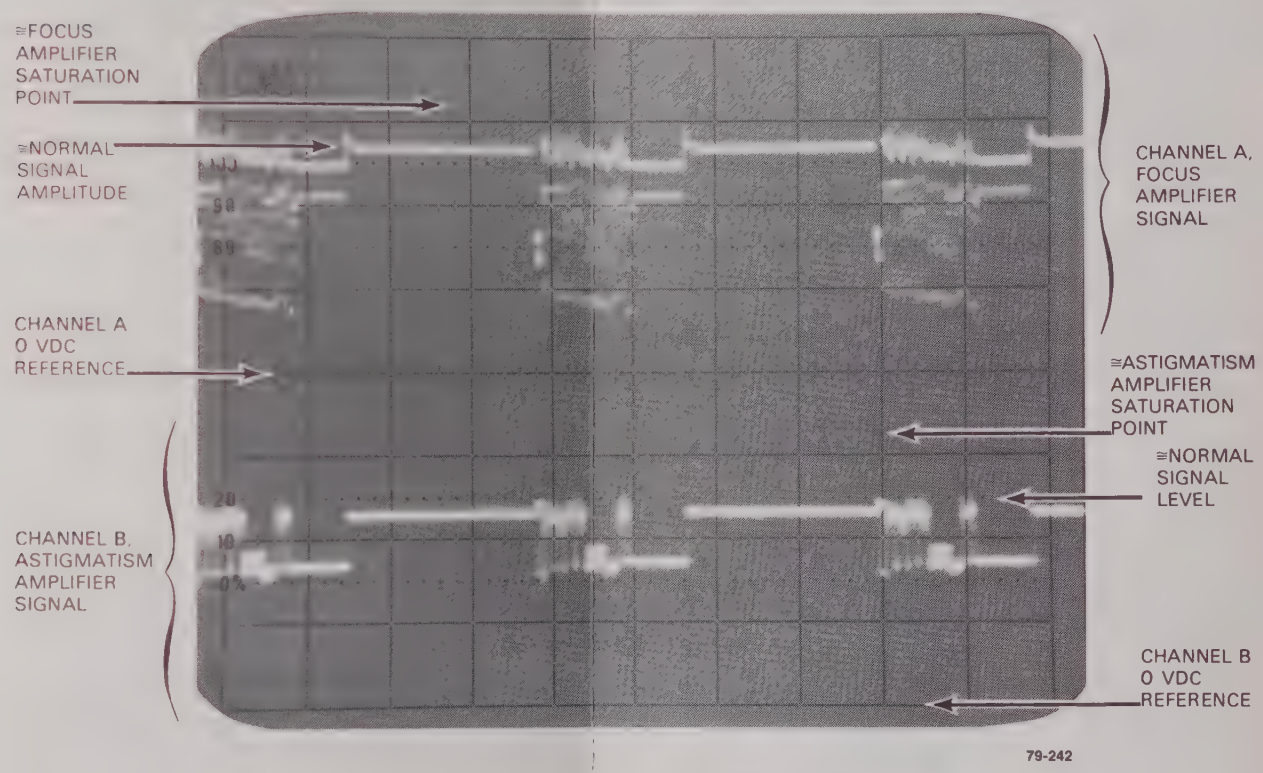

Figure 5-17. Focus and Astigmatism Output Waveforms
i. Set oscilloscope controls as follows and obtain the display as shown in figure 5-17: